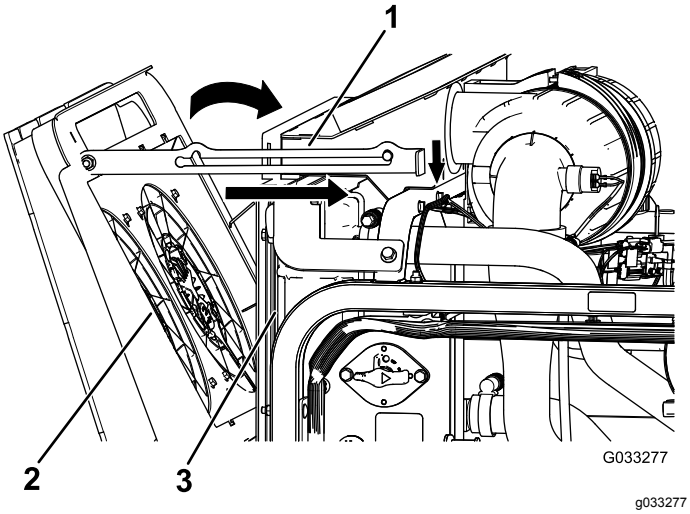

Figur 108
4. Sving motorens kjølevifter forover og lås støttestangen i hakket (Figur 108).